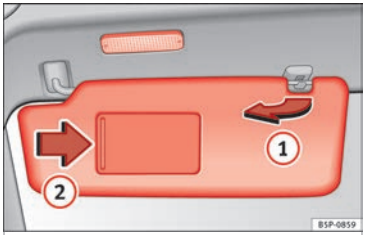

Fig. 67 Sun visor on the driver side.
The sun visors for the driver and the front passenger can be pulled out of their mountings in the centre of the vehicle and turned towards the doors ››› **Fig. 67** (1).